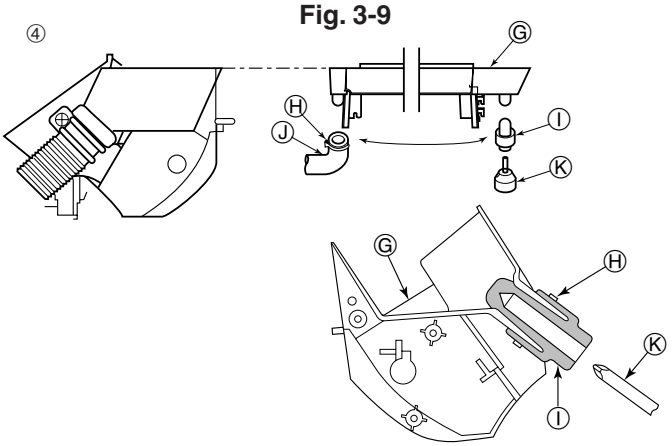

Fig. 3-10
④ The drain hose can be connected at two different positions. Use the most convenient position and, if necessary, exchange the position of the drain pan, rubber plug and the drain hose. (Fig. 3-10)